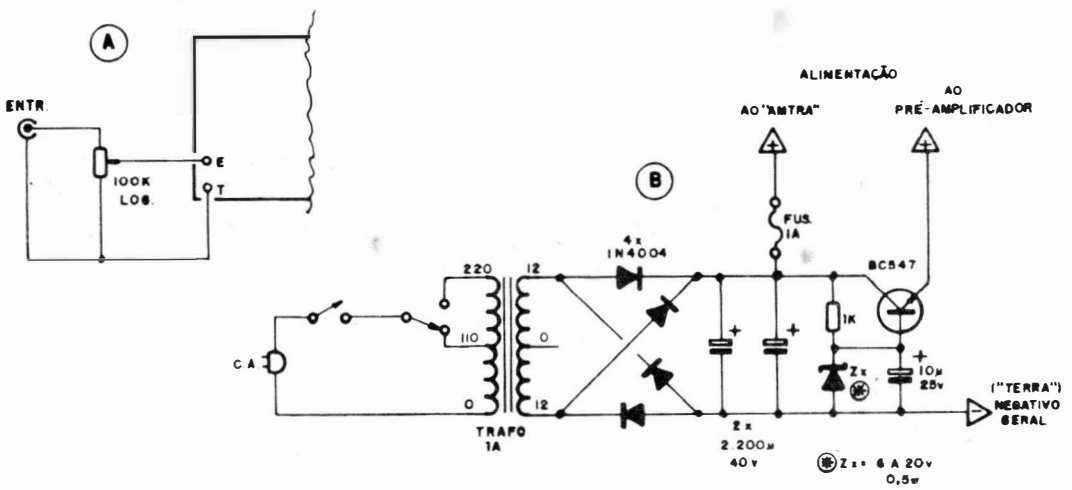

Fig. 5
- - Alimentação: dados sugeridos para a fonte na fig. 5
Daí pra frente é so utilizar o AMTRA em suas múltiplas aplicações. Notar que o módulo constitui uma unidade de potência e que, portanto, não tem controles de volume ou tonalidade incorporados (tais controles, normalmente, fazem parte do pré-amplificador). Entretanto, o bom ganho de entrada do AMTRA permite até a ligação direta de certas fontes de sinal de bom nível (entre 300 e 500mV). Nesse caso, se for desejado um circuito tipo "master", basta ligar entre a fonte de sinal e a entrada do AMTRA um potenciômetro, conforme esquematiza a fig. 5-A.
Ainda na fig. 5 (em 5-B) sugerimos uma excelente fonte de alimentação para o AMTRA, incluindo saída regulada, estabilizada e - eventualmente - "abaixada" pa-
ra o pré-amplificador que se deseje acoplar ao módulo. Notar que no esquema sugerido, o único ponto a ser "resolvido" é quanto ao diodo zener (Zx) cuja tensão nominal pode ir de 6 a 20 volts, dependendo das necessidades do pré-amplificador. Observar também o uso de dois capacitores eletrolíticos de filtro (cada um de 2200 x 40V) em paralelo, proporcionando excelente "alisamento" da C.C. sem que se tenha que recorrer aos enormes (e caros...) eletrolíticos de mais de 4.000u... A fonte sugerida fornecerá, na sua primeira saída (a protegida pelo fusível) cerca de 33 volts, em "aberto", com a tensão caindo um pouco sob regime de funcionamento pleno do módulo do AMTRA. Pode-se esperar do AMTRA, com a fonte da fig. 5-B, cerca de 8 a 9 watts máximos (uma potência considerável para circuito tão pequeno e simples...).
Precedido de um pré-amplificador estéreo, o AMTRA em módulo **duplo** (duas unidades completas) mais uma fonte como a mostrada na fig. 5 (usando transformador para 2A) formará um excelente sistema de som em estéreo para uso doméstico, que nada ficará devendo a equipamentos **muito** mais caros. Ao contrário do que julgam os **"maníacos" por 100 watts**, 20 watts estéreo numa sala (mesmo de grandes dimensões) é um "baita" som que, se usado "até o talo", pode fazer o vizinho bater à sua porta, pedindo "pelamordedeus" para "abaixar um pouquinho"...